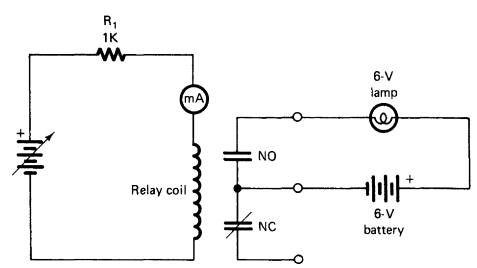

FIGURE 4-2A Relay circuit controlling a lamp.
3. Construct the circuit illustrated in Fig. 4-2A. Be sure that the variable dc power supply is adjusted to zero. The multimeter should be adjusted to measure dc current on the highest range.